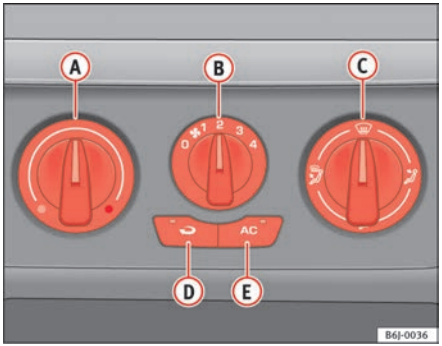

Fig. 89 Air conditioning controls on the instrument panel
– Using the controls ⇒ fig. 89 (A) and (C) and with the switch (B) you can adjust the temperature, the air distribution and the blower speed.
– To switch a function on or off, press the appropriate button (D) or (E). When the function is activated, a red warning light on the button is turned on.
– Close outlets (3)
– Open and turn outlets (4) towards side windows